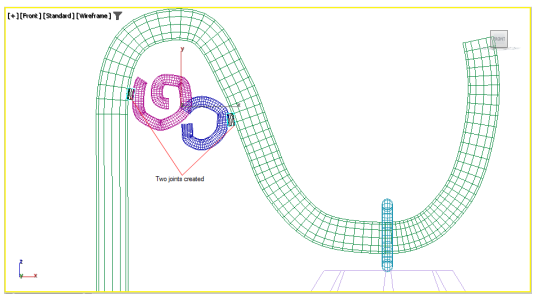

Figure 5-39 *Two joints created*
5. Make sure the **Line** tool is activated. In the **Rendering** rollout, make sure the **Enable in Renderer** and **Enable In Viewport** check boxes are selected. Also, set the value **0.03** in the **Thickness** spinner. Next, create two joints, as shown in Figure 5-39.